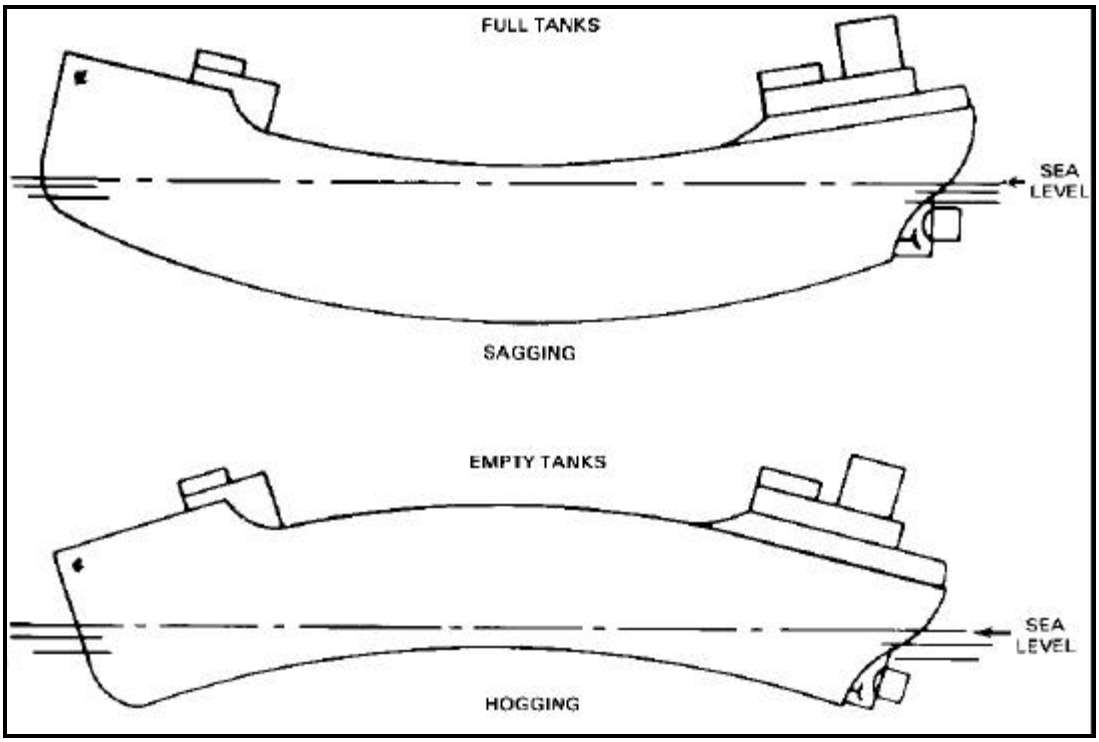

Figure 4-9. Sagging and hogging of vessels
• Sag. A vessel sags when the middle of its structure sinks below the bow and stern (Figure 4-9, page 4-9). A loaded tank vessel tends to sag due to the weight of the cargo in the tank section. It is most noticeable midship. Sagging may cause excess stress if the weight is concentrated in the midship cargo tank section. Since sag reduces freeboard, the amount of cargo that can be carried is reduced. Sagging can be reduced if more weight is put in the end tanks and less weight is put in the center tanks. Weight should not be concentrated in any one section even while tanks are being loaded.
• Hog. A vessel hogs when the bow and stern are lower than the midship section (Figure 4-9, page 4-9). An empty vessel tends to hog because the bow and stern sections weigh more than the midship. Hogging causes the center of the vessel to carry most of the stress. Hogging can be avoided with proper loading and ballasting. Tables supplied with each vessel can be used to determine bow-to-stern stress while the vessel is being loaded and ballasted.